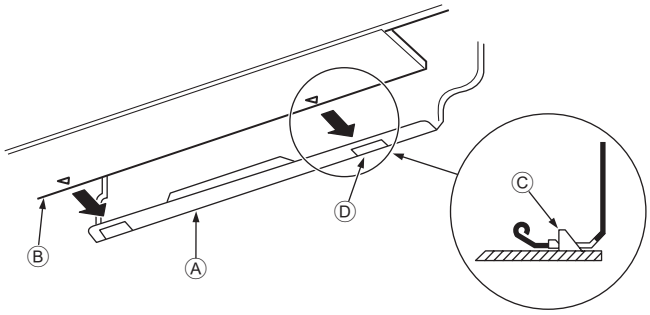

Afb. 3-15
3. Terwijl u de koelleiding en de afvoerleiding in het gat in de muur steekt, hangt u de bovenzijde van de binnenunit aan de ophangplaat ①.
5. Duw vervolgens het onderste gedeelte van de binnenunit op de ophangplaat ① om het apparaat te bevestigen. (Afb. 3-15)
* Controleer of de knoppen aan de onderzijde van de binnenunit stevig in de ophangplaat ① zijn bevestigd.